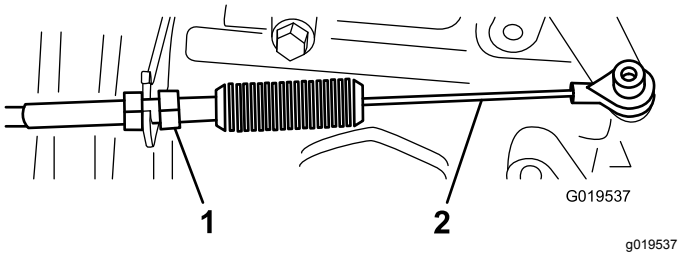
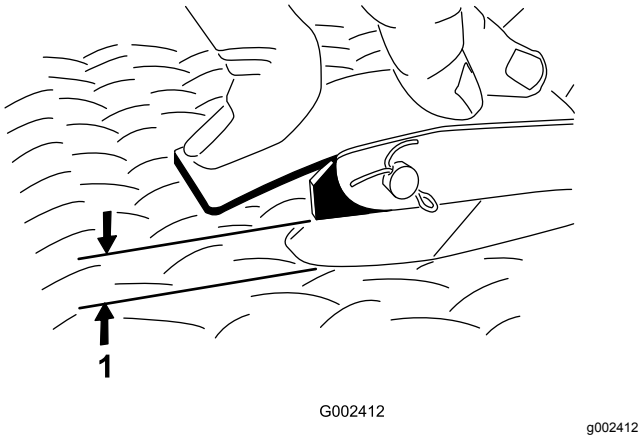

**Figuur 68**
**Figuur 69**
2. Stel de kogelverbinding op de gaskabel (Figuur 68) zo af dat er 2,54 tot 6,35 mm ruimte is tussen de arm van het gaspedaal en de bovenkant van het ruitprofiel op de vloerplaat (Figuur 69), wanneer er een druk van 11,3 kg wordt uitgeoefend op het midden van het pedaal.
3. Draai de borgmoer aan (Figuur 68).